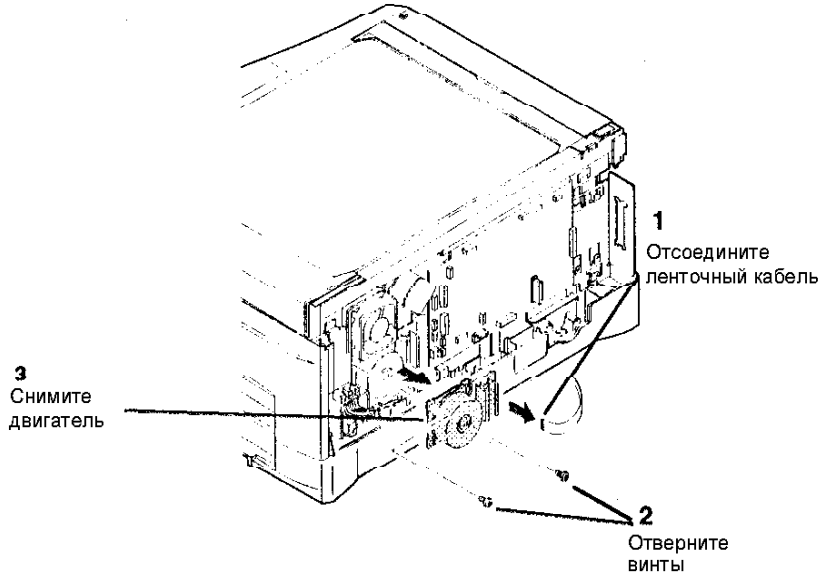

Рисунок 1. Снятие двигателя главного привода
3. (Рисунок 1): Снимите двигатель главного привода.